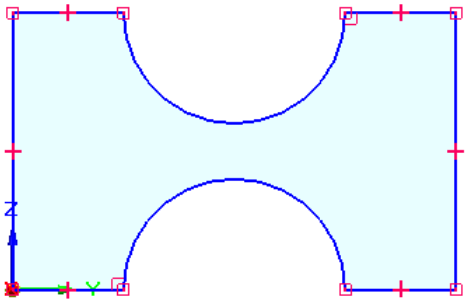

Figure 2-58 *Final sketch of the model*
19. Click to define the endpoint of this line when the endpoint relationship handle is displayed. The final sketch of the model is shown in Figure 2-58.